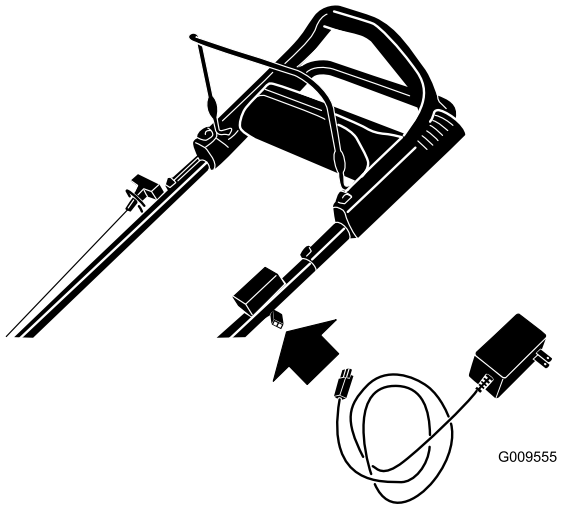

Figura 25
1. Conecte el cargador al arnés de cables del cortacésped, situado debajo de la llave de contacto (Figura 25).